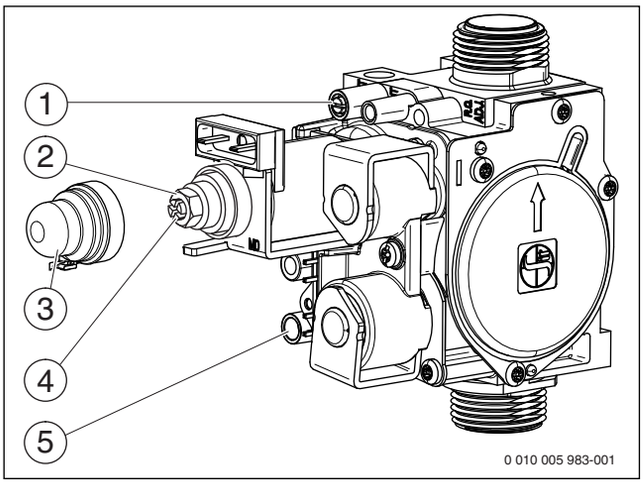

Рис. 27 Газовая арматура
- Значение «min» давления (мбар) на форсунках приведено в таб. на стр. 38. Установите давление на форсунках регулировочным винтом минимального расхода газа (рис. 27, [4]).
- Отверните уплотнительный винт на штуцере измерения подаваемого давления газа (рис. 27, [5]) и подсоедините манометр.
- Установите и опломбируйте крышку (рис. 27, [3]).